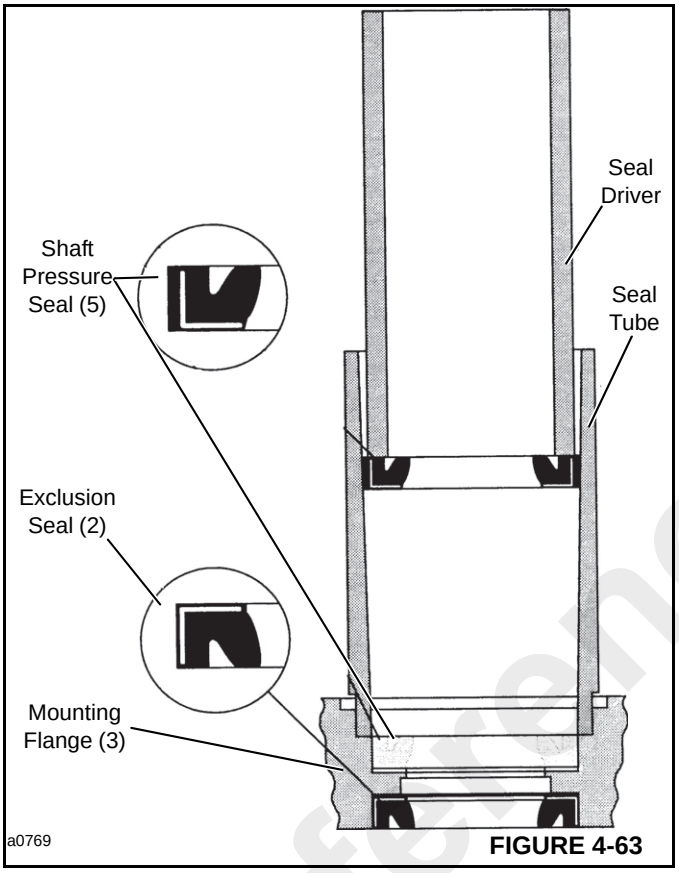

FIGURE 4-63
4. Visually check seal seats in the mounting flange (3) for scratches or other marks that might damage the seals (5). Check for cracks in flange (3) that could cause leakage.
5. Install exclusion seal (2, Figure 4-58) in flange (3) with the lips of the seal facing out. See Figure 4-63. Carefully press the exclusion seal in place.
6. Install shaft pressure seal (5) in flange (3) with lips of seal face up using a suitable driver. See Figure 4-63. Carefully press the pressure seal in place.